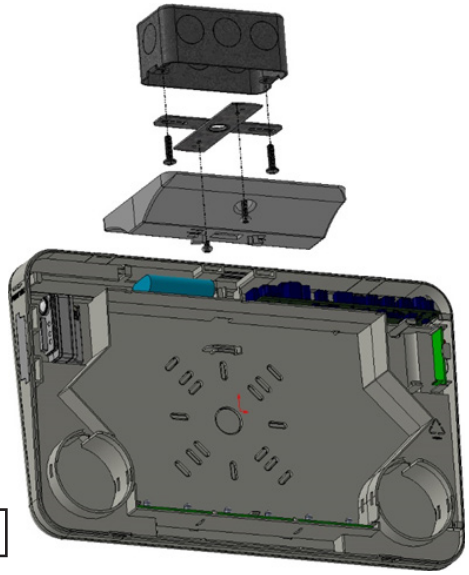

Figure 4
3. Using the screws provided attach cross-bar to junction box ensuring that longer blade of cross-bar faces the junction box. Attach canopy to housing by inserting at a 10˚ angle and rotating until it snaps into place. Feed black, white and green wires found inside product thru center hole in canopy and center hole in cross-bar. See Figure 4.